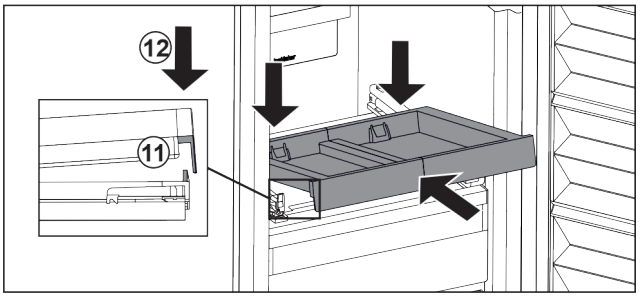

Fig. 122
- ▶ Schräg einschieben. Darauf achten, dass auf beiden Seiten der Anschlag hinter der Lasche ist. *Fig. 122 (11)*
- ▶ Auszugsbord vorne absetzen. *Fig. 122 (12)*